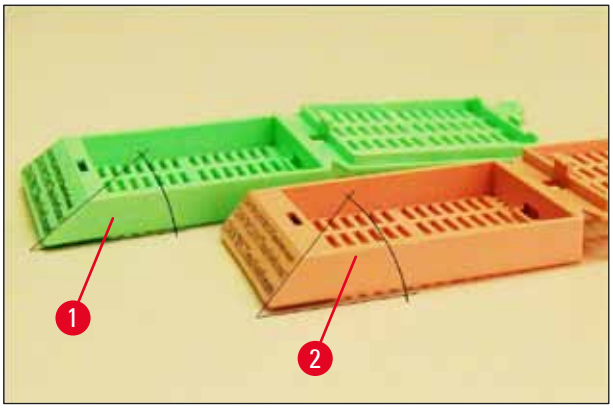

Fig. 8
- El ángulo (→ "Fig. 8"), medido desde la parte inferior, puede ser 35° (→ "Fig. 8-1") o 45° (→ "Fig. 8-2").